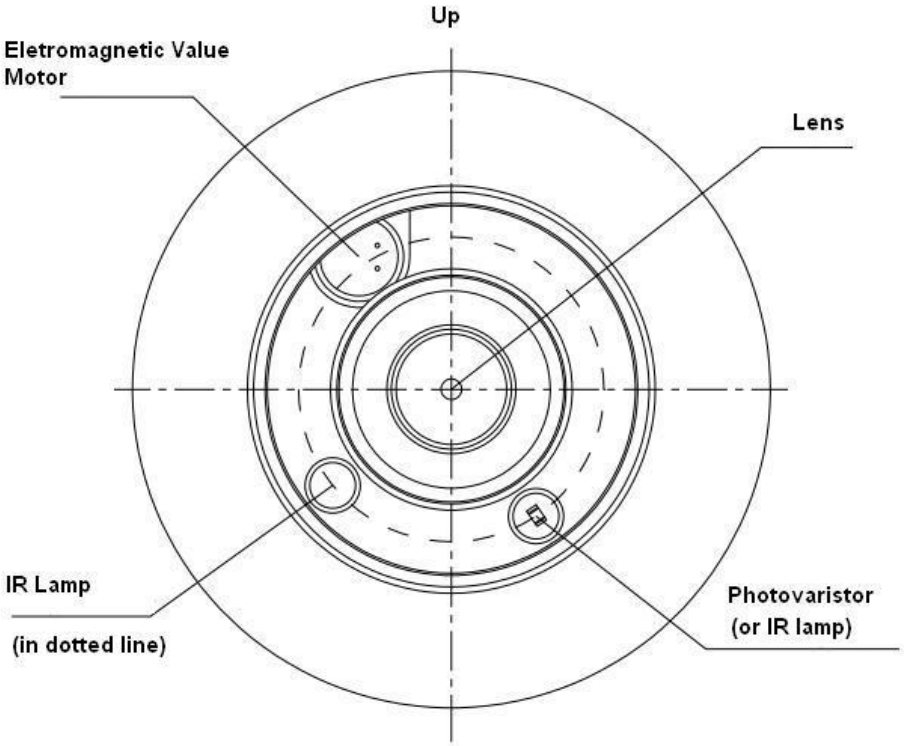

Figure 3-2 Device installation illustration 2
**Please pay attention to the dome camera direction when you are installing. Please refer to the following figure for detailed information. See Figure 3-2.**